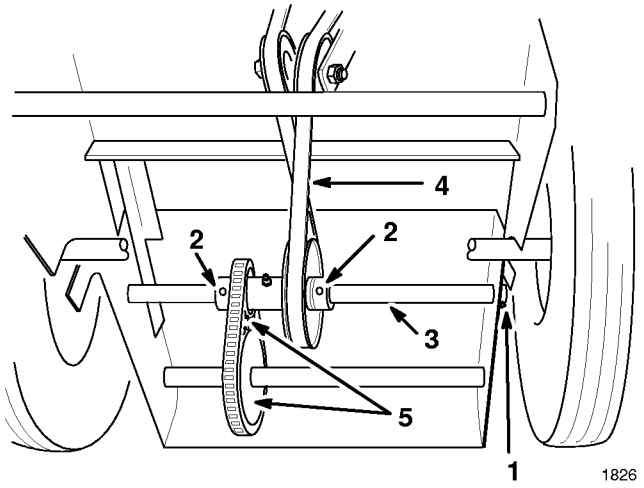

Abbildung 29
11. Verweis auf Abbildung 29. Das Gerät auf den Lenker auflegen. Den Splint von der Welle entfernen, die Stellschrauben aus den Bundringen lösen und die Welle gerade so weit nah links herrausklopfen, daß der neue Riemen eingesetzt werden kann.
WICHTIG: Der Riemen muß wie in Abbildung 29 dargestellt eingebaut werden, oder der Antrieb läuft in umgekehrter Richtung.